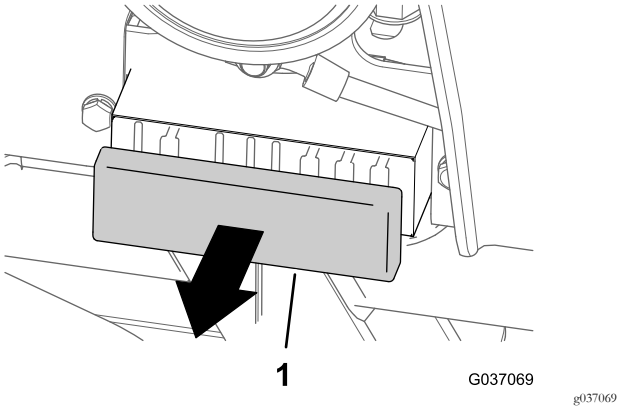

Figur 36
1. Ta bort kåpan från säkringsblocket (Figur 36).
3. Montera kåpan på säkringsblocket (Figur 36).